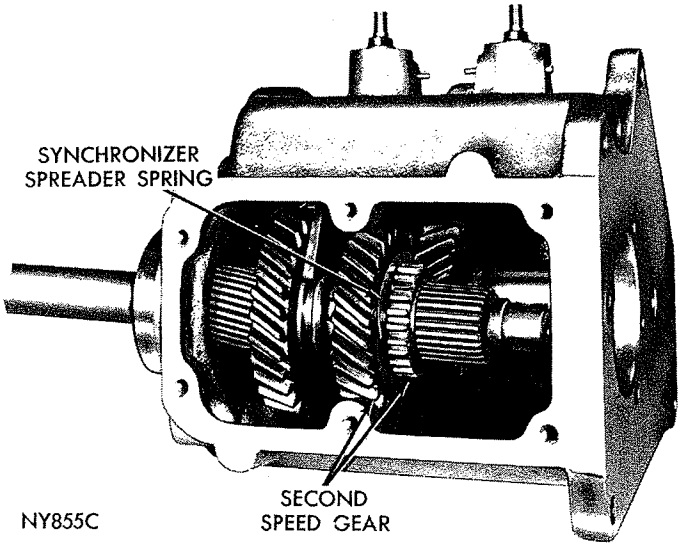

*Fig. 20—Mainshaft Assembly*
(4) Slide second speed gear, stop ring and synchronizer spring off the mainshaft (Fig. 20).